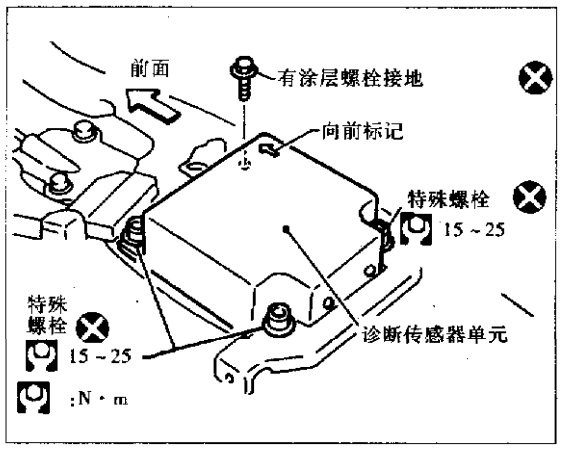

图 10-2-5
1. 诊断传感器的拆装(图 10-2-5)
①分离驾驶员侧和乘客侧气囊模块接头，分离安全带预紧器接头。
②拆卸控制盒。
③分离诊断传感器接头。
④使用特殊的工具 TAMPER RESISTANT TORX (尺寸为 T50)拆卸诊断传感器固定螺栓。